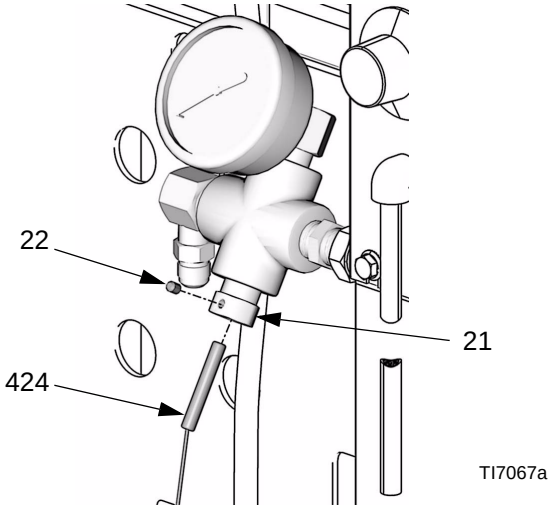

Рис. 10. Датчик температуры
2. Снимите датчик температуры (424):
a. Отверните установочный винт (22) на корпусе измерительного канала (21). См. Рис. 10.
b. Извлеките датчик (424) из измерительного канала.
3. Снимите крышку доступа (39) на задней панели модуля управления.
4. Отсоедините кабель питания дисплея температуры от разъема J14 и J15 в нижней левой части платы управления (406).
5. Отверните четыре винта из стоек задней панели и снимите дисплей температуры (403) с передней пластины (401).
6. Отверните винт и гайку (409), крепящие дисплей к пластине (403).
7. Вытащите кабель через разрез во втулке (411).
8. Сборку производите в обратном порядке. Установите дисплей температуры таким образом, чтобы выключенное положение (0) выключателя питания нагревателя располагалось слева, если смотреть на панель управления.